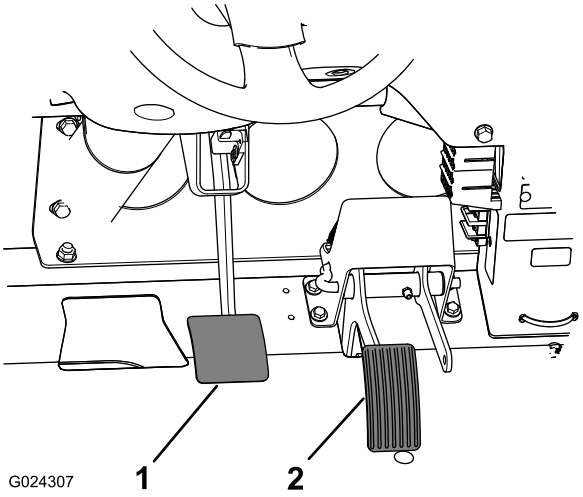

Figuur 65
2. Til het rempedaal omhoog (Figuur 65) totdat dit contact maakt met het frame.
3. Draai de contramoeren los waarmee de gaffel is bevestigd aan de as van de hoofdremcilinder (Figuur 65).